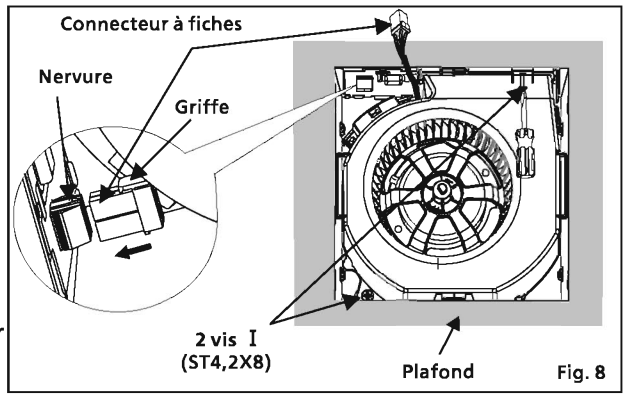

Fig. 8
2. Fixez l'ensemble souffleur / moteur avec 2 vis I et connectez le connecteur à fiches Molex du souffleur à la boîte de raccordement. (Voir Fig. 8)
- Avant de mettre le ventilateur en marche, assurez-vous que le connecteur est à la bonne position. En cas de connexion incorrecte, le ventilateur ne fonctionnera pas. (Voir Fig. 8)
- La griffe du connecteur doit être complètement verrouillée à la nervure. (Voir Fig. 8)